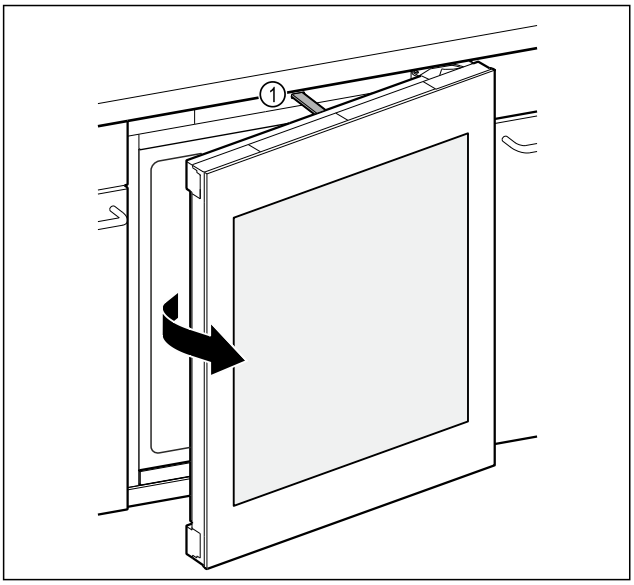

Fig. 135
▷ Schubstange *Fig. 135 (1)* öffnet Tür ungefähr 7 cm.